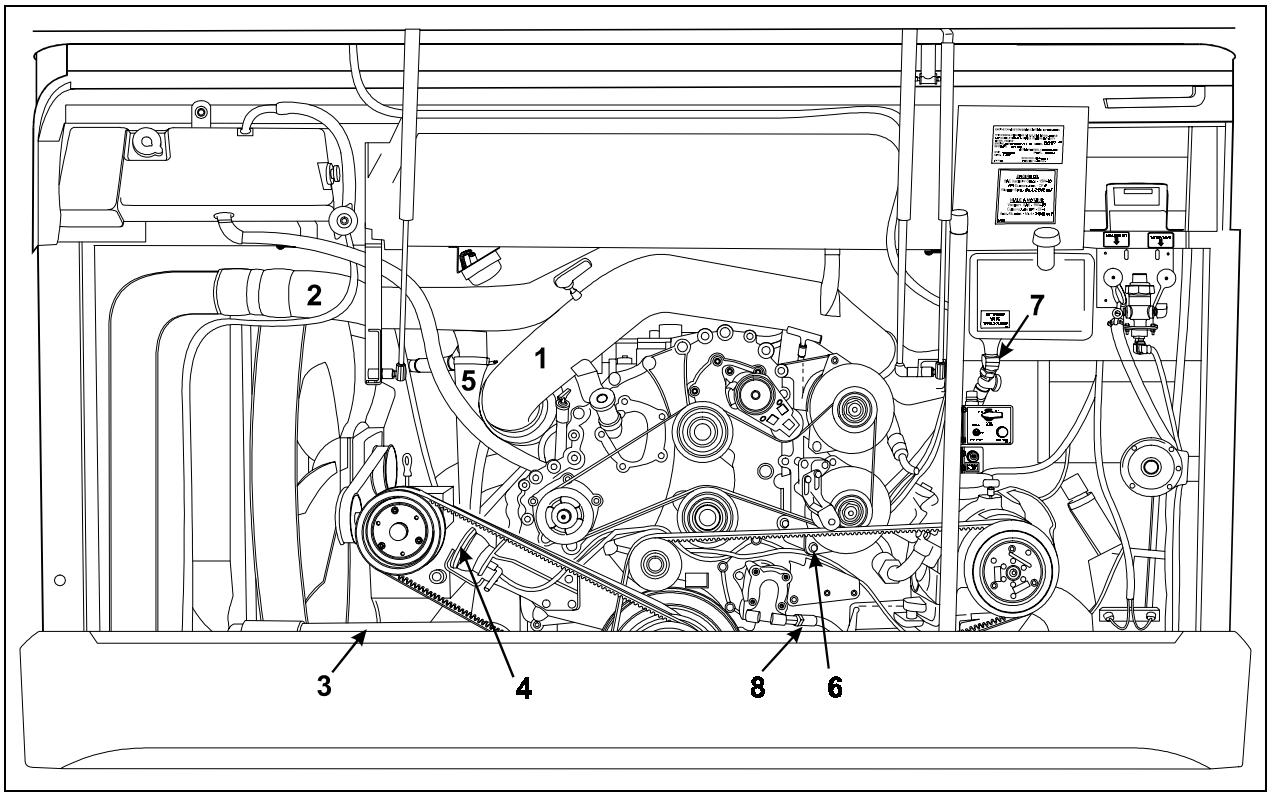

FIGURE 16: ENGINE COMPARTMENT 01109
6. Disconnect and remove the engine-air intake duct mounted between air cleaner housing and turbocharger inlet (1, Fig. 16).
7. Disconnect and remove the air intake duct mounted between the air cooler outlet and the engine intake (2, Fig. 16).
8. Disconnect and remove section of coolant pipe assembly mounted between the radiator outlet and the water pump inlet (3, Fig. 16).
11. Dismantle the air bellow from the upper bracket of the fan-drive assembly tensioner. Remove the upper bracket (4, Fig. 16).
13. Disconnect and remove the air intake duct mounted between the turbocharger outlet and the air cooler inlet (5, Fig. 16).
19. Disconnect the block heater connector above the power steering pump (6, Fig. 16).
21. Disconnect the oil delivery hose from the valve located at the reserve tank drain (7, Fig. 16).
22. Disconnect the power steering pump supply and discharge hoses. Cap hose openings immediately to limit fluid loss. Remove retaining clips from cradle (8, Fig. 16).
1. Remove air intake duct (1, Fig. 16).
2. Remove the air intake duct mounted between the air cooler outlet and the engine intake (2, Fig. 16).